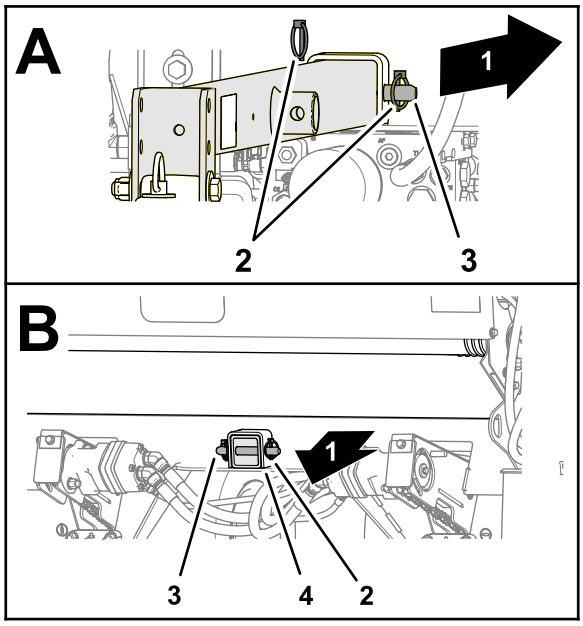

Rysunek 5
2. Wyrównaj otwory w dyszlu względem otworów w rurach odbiorczych i przymocuj dyszel do rur za pomocą 2 sworzni i 4 przetyczek.Rysunek 5